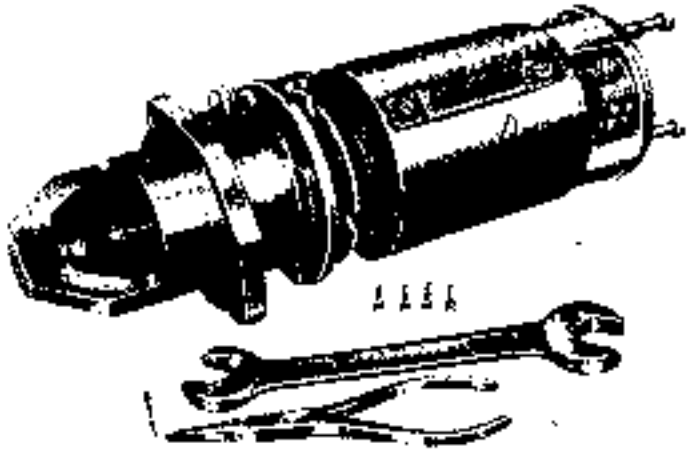

Fig. 88
10. Having screwed out the four bolts securing the yoke to the commutator end plate remove the end plate from the shaft (see Fig. 88).